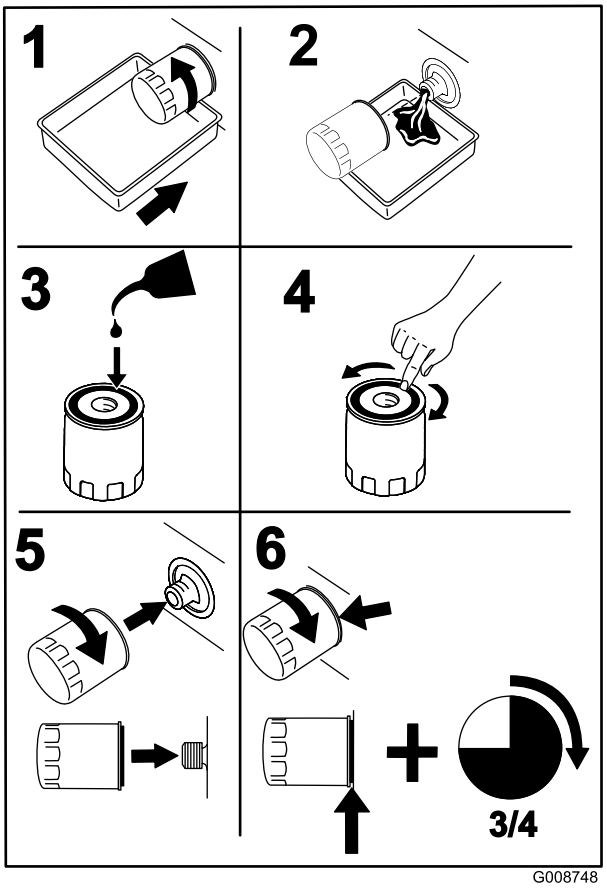

Figur 42
4. Placer en aftapningsbakke under oliefilteret, og drej filteret mod uret for at fjerne det (Figur 42).